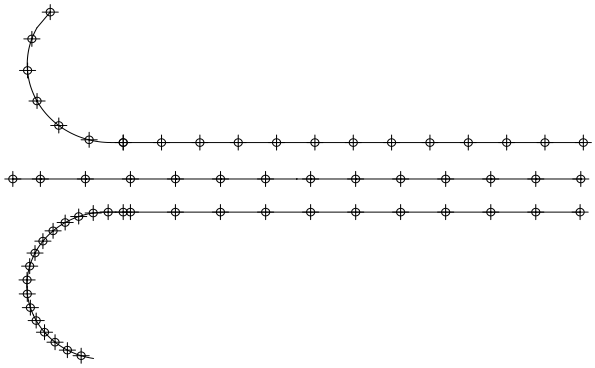

Figure 2-58 *Points created along the arc object below the alignment*
23. Repeat steps 21 and 22 till you are prompted to select an arc again. Thus, Civil 3D creates the point first by measuring the arc object by identifying the start and end stations of the arc and then divides the arc at specified intervals. Points are created at the end of each interval including the start and end stations of the arc, refer to Figure 2-58.